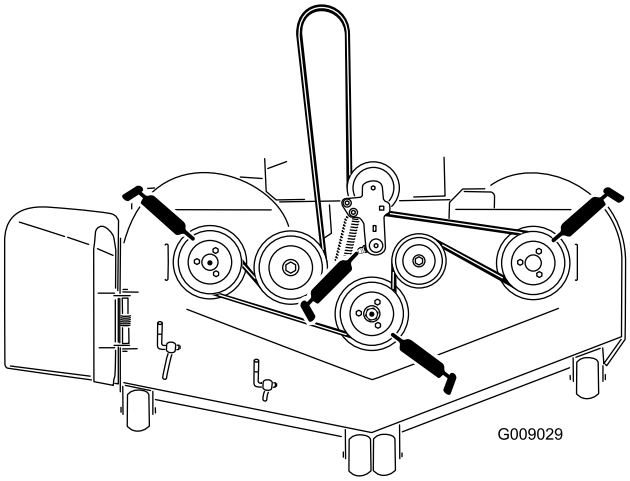

Figur 42
3. Smør drejeleddet på plæneklipperskjoldets mellemhjul, indtil der kommer fedt ud af bunden (Figur 42).
4. Smør fittingerne øverst på de tre spindellejer, indtil der kommer fedt ud af bunden (Figur 42).
5. Smør drivremmens styrearm (Figur 42).